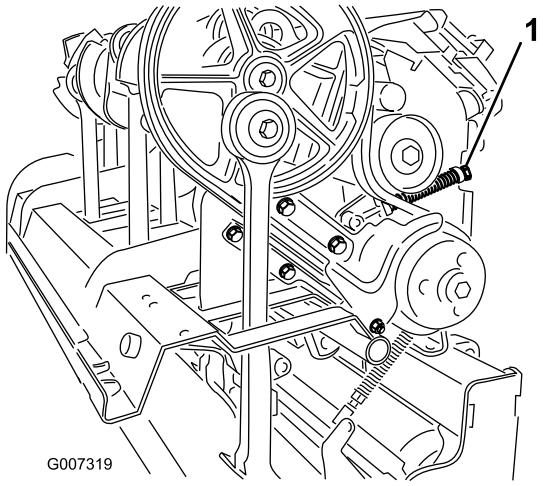

**Figur 33**
4. For at udløse styrefjederens spænding, skal den låsemøtrik, der fastgør fjederholderen (Figur 33), løsnes, og fjederholderen skal drejes.